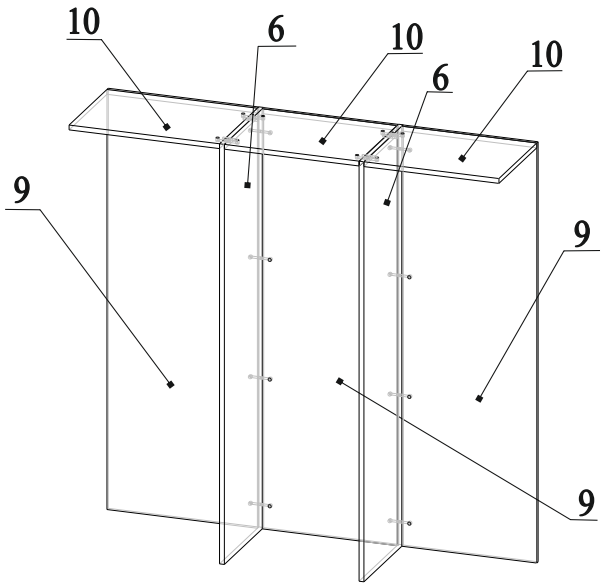

Рис.11
22. Соединить детали 6, 9 и 10, затянуть эксцентрики по часовой стрелки до упора (рис.11);